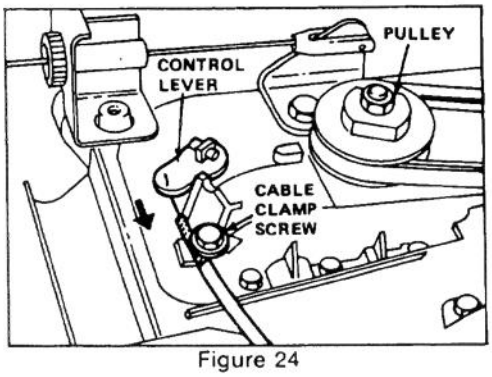

Figure 24
3. ADJUSTMENT (Fig. 24) — Loosen cable clamp screw until cable conduit slides. Push transmission control lever toward cable clamp screw and hold lever in place. Pull cable remove slack and tighten clamp screw.
4. CHECK ADJUSTMENT — Assure ground speed control is in "N" and pull mower backward. Pulley (Fig. 24) should not rotate. If pulley does rotate, readjust for neutral: refer to step 3.